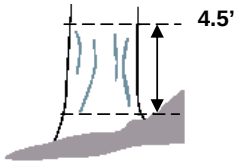

Figure 28. Tree on a slope.
4. Tree on slope: Measure diameter at 4.5 feet from the ground along the bole on the uphill side of the tree (Figure 28).